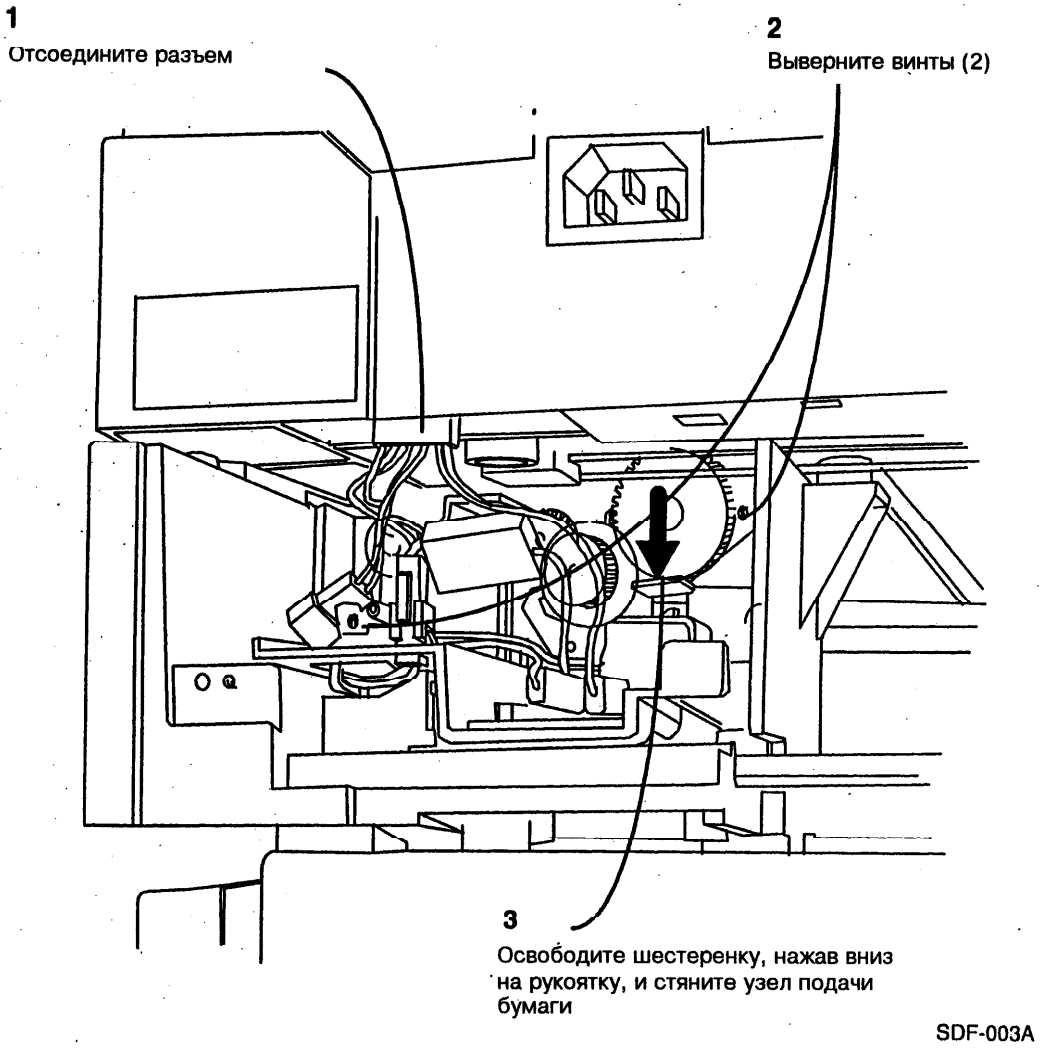

Рис. 1. Снятие узла подачи бумаги
2. (Рис. 1) Снимите узел подачи бумаги.